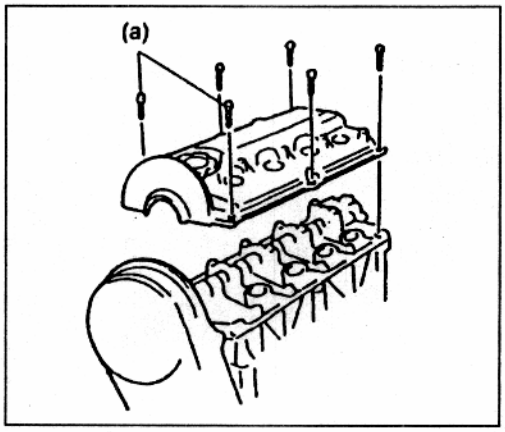

Рис. 18
2) Установите крышку на головку блока цилиндров и затяните болты необходимым моментом (Рис. 18).